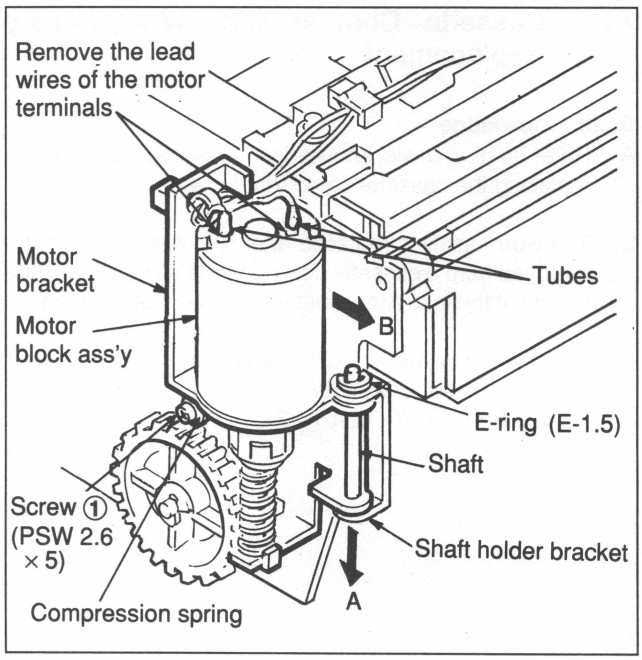

Fig. 7-8-2 Motor Block Ass'y Removal
1. Motor Terminal Removal (Refer to Fig. 7-8-2.)
2. Motor Block Ass'y Removal (Refer to Fig. 7-8-2.)